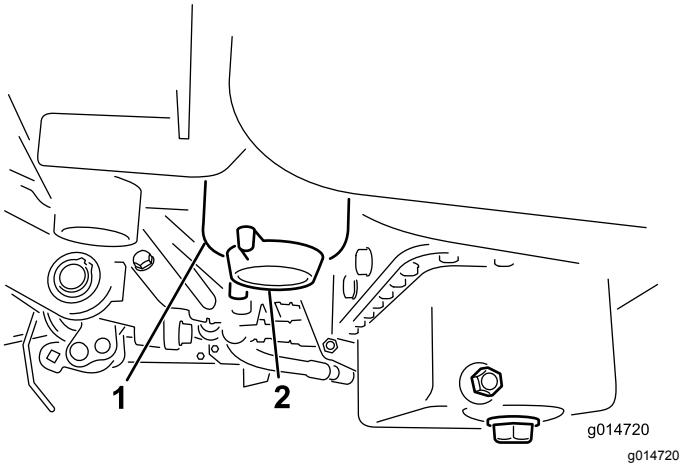

Figur 26
3. Öppna avtappningspluggen på bränslefiltret cirka ett varv och töm ut eventuellt ansamlat vatten (Figur 26).